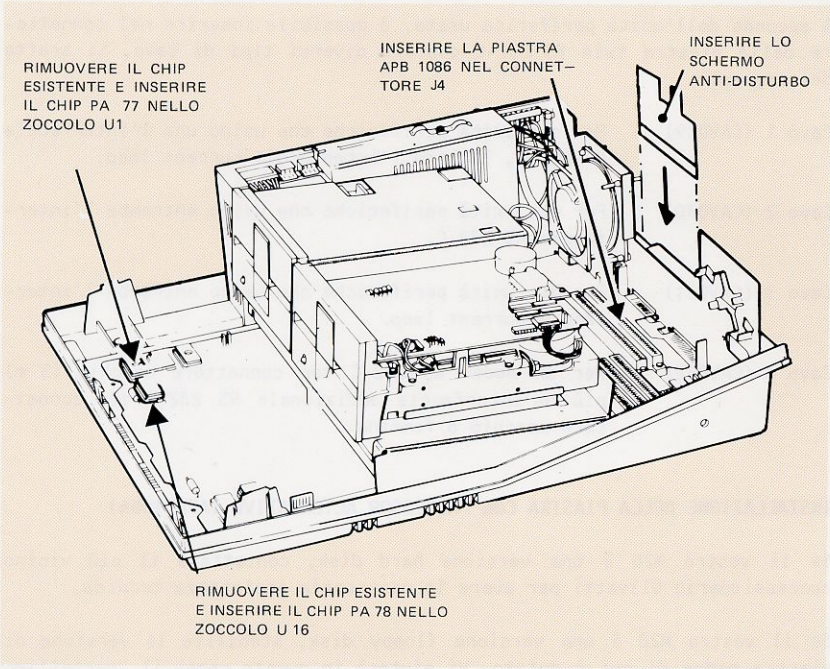

Figura B-17 Installazione della piastra con processor alternativo
Per installare la piastra con processor alternativo, osservate la Figura B-17 e procedete come sotto indicato.
4. Inserire lo schermo antidisturbo come indicato nella Figura B-17.